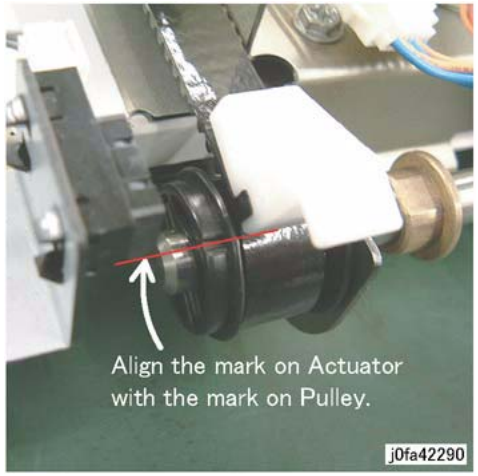
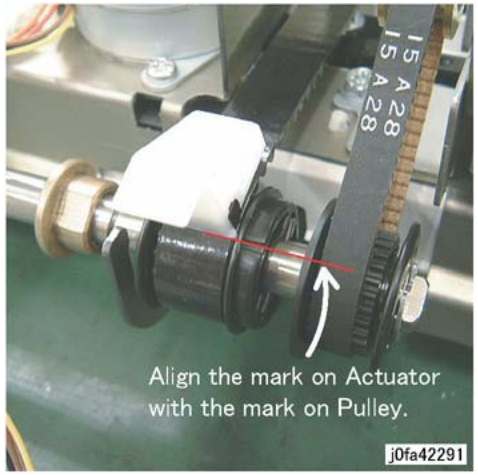

Figure 5 Align Eject Belt
Figure 6 Align Eject Belt
2. Install and align the Eject Belt with marks on the Pulleys (Figure 5) (Figure 6):